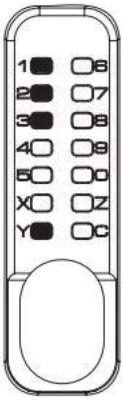

ABB. 4A
2) Neues Passwort festlegen : Die Taste Y gedrückt halten ohne Lassen Sie die Tasten los und geben Sie dann das neue Passwort ein (das Passwort darf nicht … sein). wiederholt), wie in Abbildung 4A dargestellt. Dann freigeben die Y-Taste drücken und drehen der Knauf einmal, wie in Abbildung 4B dargestellt, und die neues Passwort wird erfolgreich eingerichtet werden.